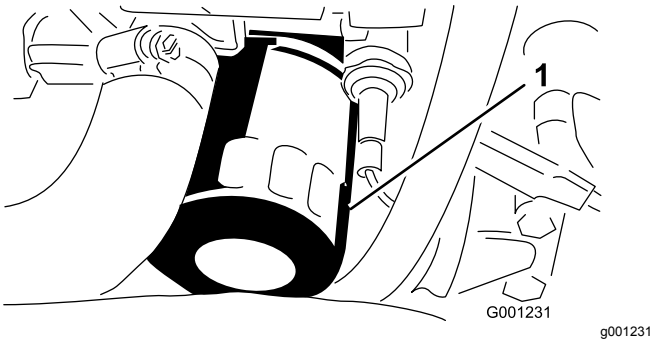

Figur 48
8. Ta ut og skift oljefilteret (Figur 48).